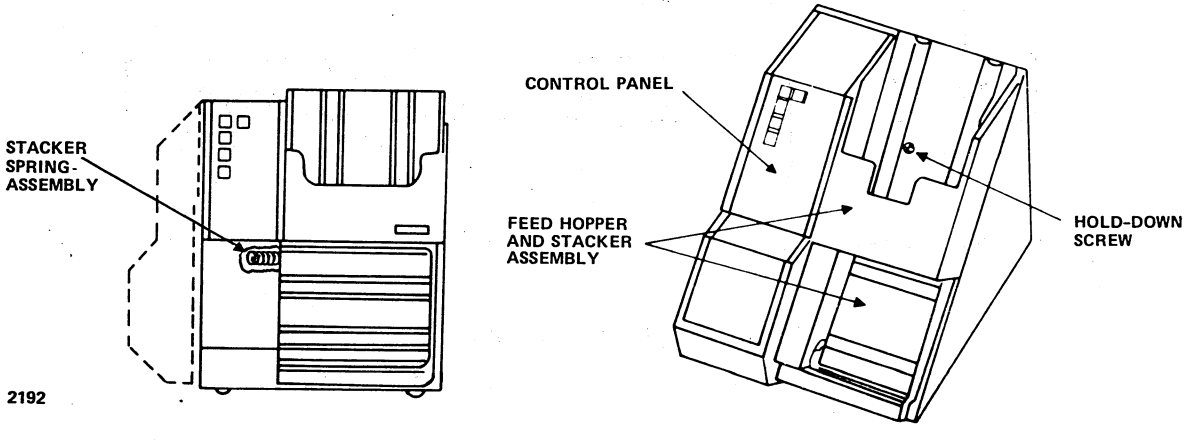

Figure 7-2. Card Reader Inspection
3. Rotate both output stacker spring assemblies by hand before applying power. The stacker bearings may tend to stick after prolonged periods of storage (figure 7-2).